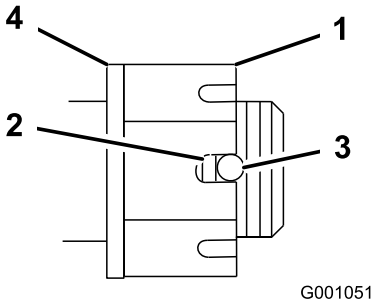

**Figuur 44**
4. Draai de gleufmoer aan met een torsie van 170 Nm (Figuur 44).
5. Controleer de afstand van de onderkant van de gleuf in de moer tot de binnenrand van de opening. Er mogen maximaal twee schroefdraden zichtbaar zijn (Figuur 44).
7. Draai de gleufmoer aan met een torsie van 170 Nm (Figuur 44).
8. Draai de moer aan totdat de volgende serie gleuven recht tegenover de opening in de as staan (Figuur 44).